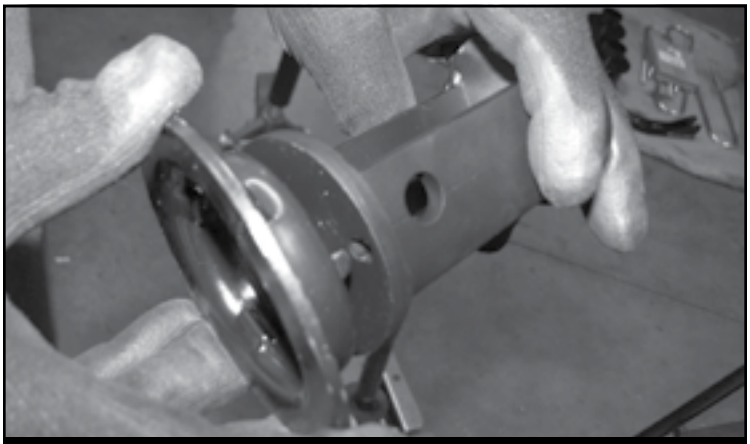

FIGURE 8 - STEP 13
13. Install FT30653 (Bump Stop Extension) onto the factory cup using the supplied 1/2” x 1-1/4” hardware and set aside. Torque to 127 ft-lbs. **SEE FIGURE 8**